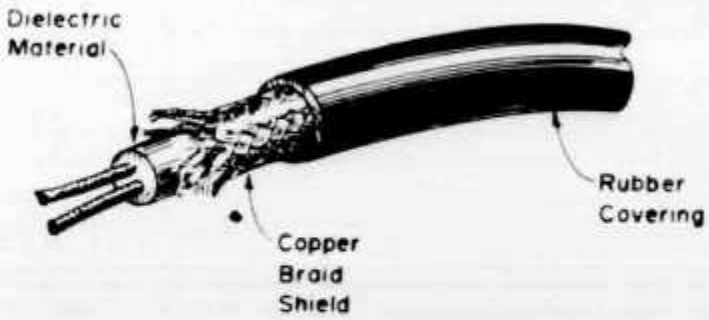
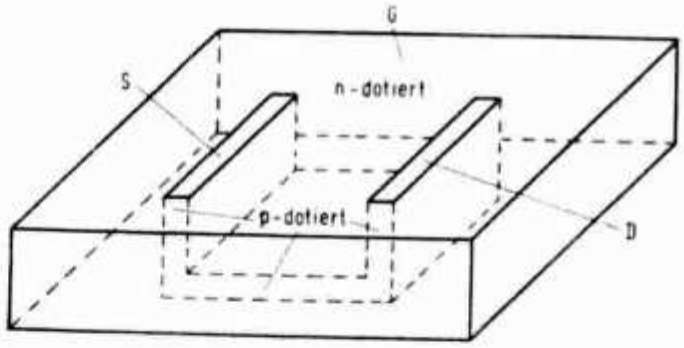

**Fig. 4—The shielded pair shown above has the advantage of low radiation losses because the shield provides a uniform ground for both conductors.**
**Abb. 5.**
Fig. 5—A cut-away view of air dielectric coax using a flexible metal tube for the outside conductor. Coax is more often found in the form shown in fig. 4 but with a single inner conductor, a solid dielectric and braided copper outer conductor.
**Shielded Pair**—A further development of the insulated two-wire line is the shielded pair. See fig. 4. The two parallel conductors are imbedded in a solid dielectric. The insulated pair then is enclosed in a tube made of braided copper. The principal advantage of the shielded pair over other types of two-wire lines is its low radiation loss. This is true because the shield provides a uniform ground for both conductors, resulting in a well balanced line. Furthermore, the shield provides protection from stray pickup in the presence of external fields.
**Coaxial Lines**—It is possible to place one conductor inside the other to form a transmission line. Such a line is called coaxial, or concentric. The open line (air dielectric) is shown in fig. 5. Usuallly, it consists of a wire conductor placed inside a flexible metal tube or shield which serves as the second conductor. The inner wire is fixed along a central axis of the outer tube by spacers. The open coaxial line is used to provide efficient operation at relatively high frequencies. There is little radiation loss from this type of line because the outer conductor confines radiation to the space inside the line. External objects consequently have no effect on transmission, making this line definitely superior to the two wire type. Instead of air, the line can be filled with a flexible dielectric, forming a solid, coaxial line which has the advantage of greater flexibility compared with an open coaxial line. The use of a solid dielectric, however, increases the dielectric losses. The characteristic impedance of the open coaxial line can be calculated from the formula: